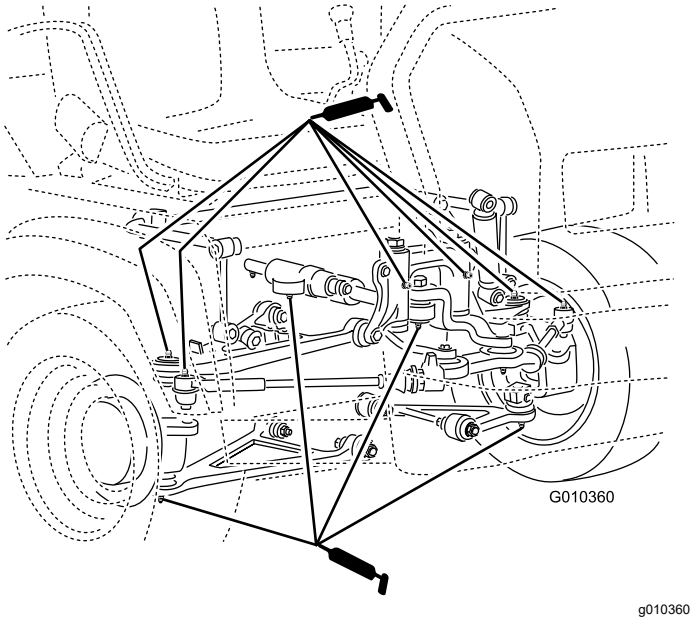

Figura 27
- **Articulaciones esféricas (4)**; consulte Figura 27
- **Tirantes (2)**; consulte Figura 27
- **Soportes de giro(2)**; consulte Figura 27
- **Cilindro de dirección (2)**; consulte Figura 27